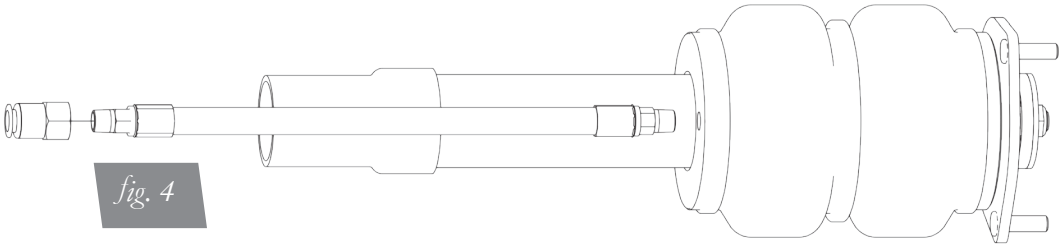

fig. 4
1. Install braided hose (B) into the lower end-cap of the airspring with thread sealant or Teflon tape applied to the threads of the fitting. Tighten finger tight and torque fitting 1-3/4 turns beyond hand tight. Attach the fitting (C or D) to the braided line with thread sealant (fig. 4).